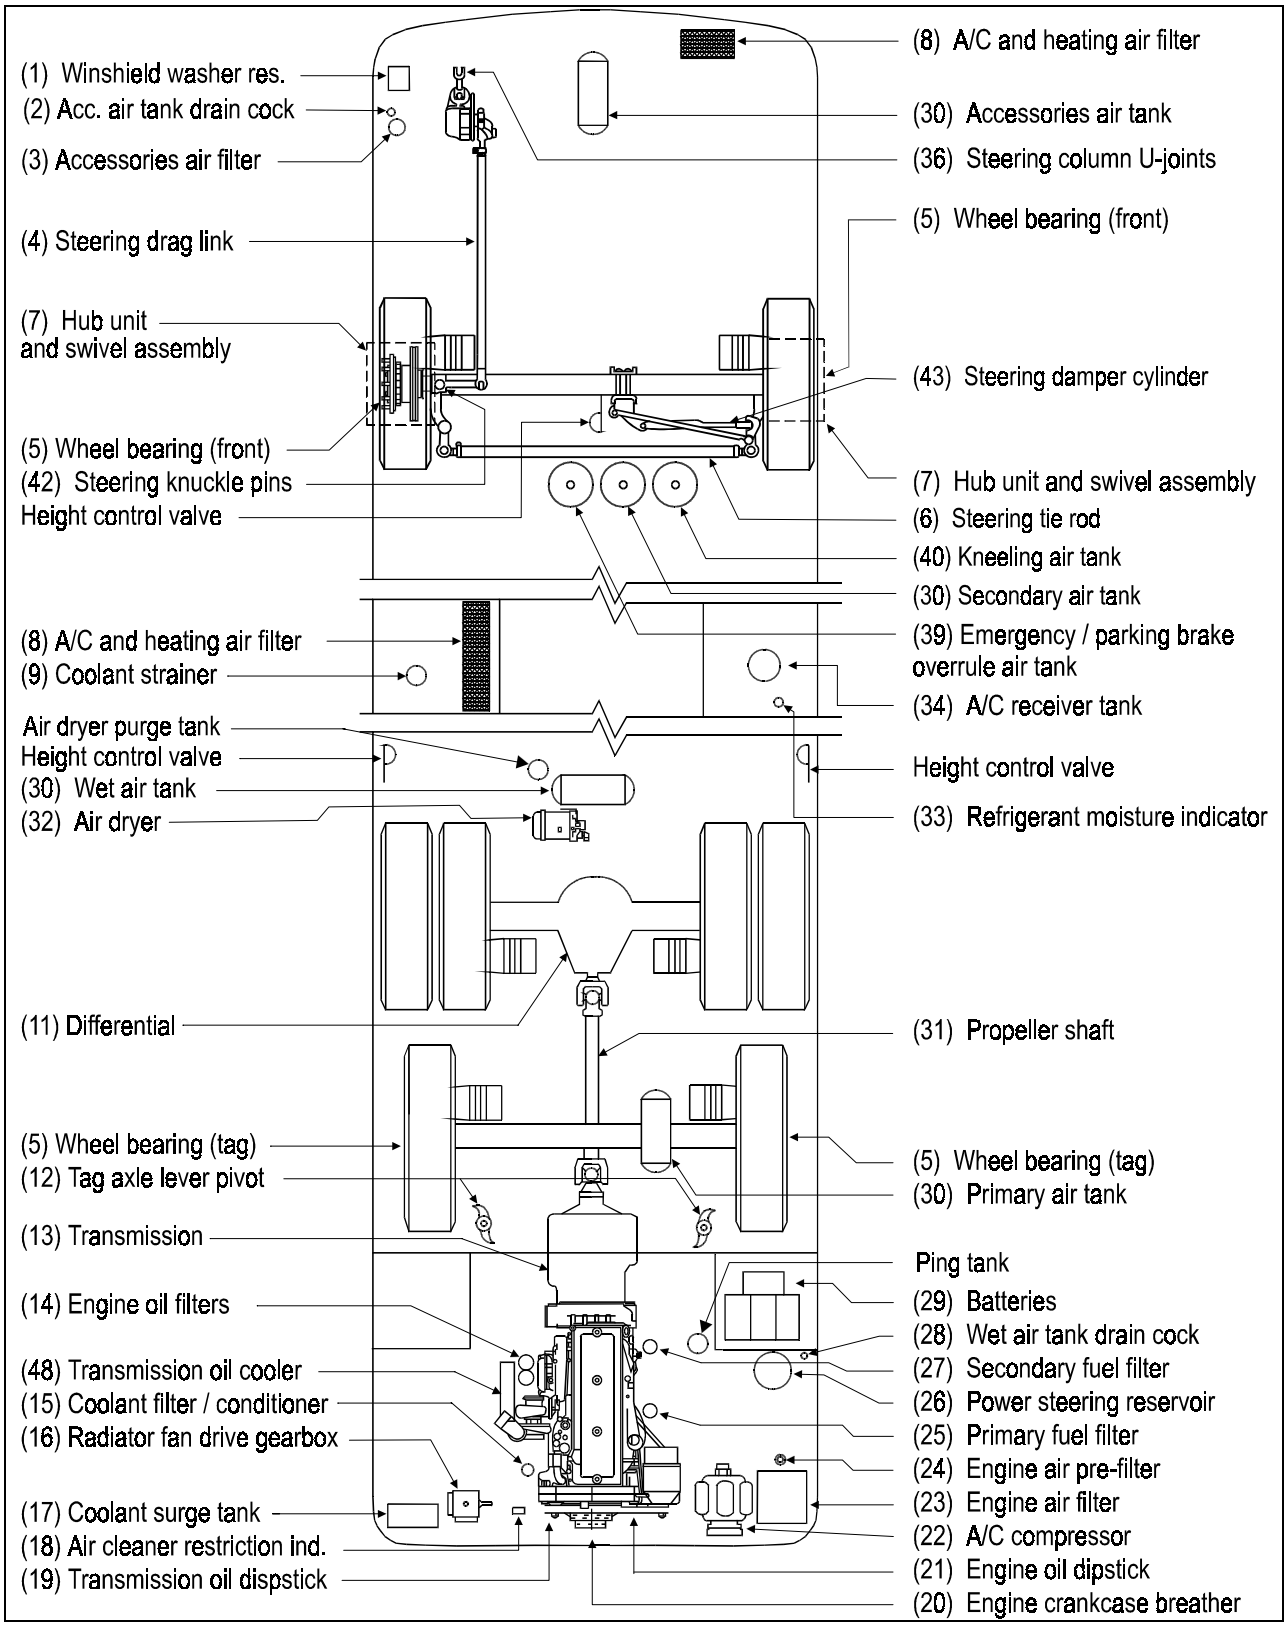

FIGURE 2: LUBRICATION AND SERVICING POINTS ON H3-41 AND H3-45 COACH MODEL (TYPICAL) 24019
* Item numbers refer to figures 2 and 3.